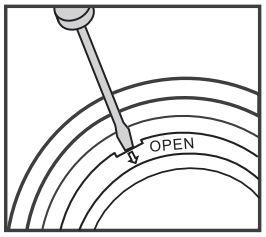

Abb. 19
• Ziehen Sie den Bewegungsmelder-Kopf mit einem kleinen Schlitzschraubendreher vorsichtig heraus, siehe Abb. 19.